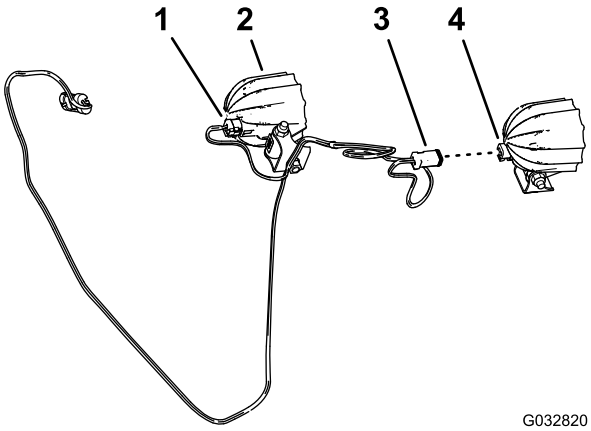

Figur 10
1. Anslut lysdioden med två stift i kontakten med två uttag på lysdiodskablaget (Figur 10).
2. Upprepa steg 1 på den andra lysdioden och den andra kontakten med två uttag på kablaget (Figur 10).